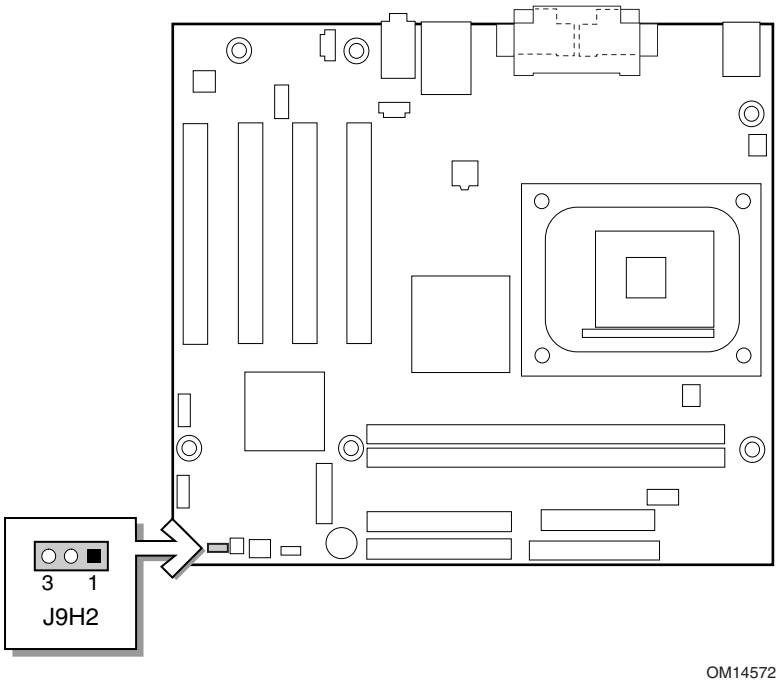

Figure 9. Location of the BIOS Configuration Jumper Block
Figure 9 shows the location of the BIOS configuration jumper block (J9H2).
4. Find the configuration jumper block (see Figure 9).